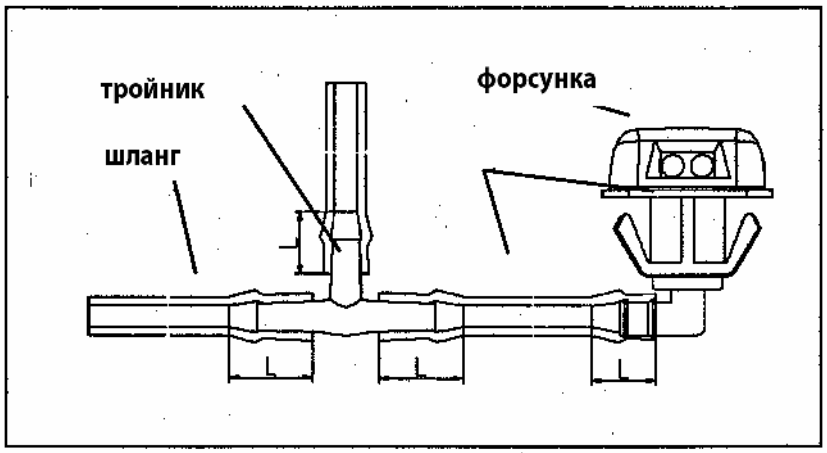

Рис. 852
2. Соединение шлангов, наконечников и приспособлений должны быть надежным, глубина вставки шланга должна быть больше 10 мм. Положение разбрызгивания должно быть в пределах 100 мм от центра щетки. Способ соединения показан на схеме (Рис. 852):